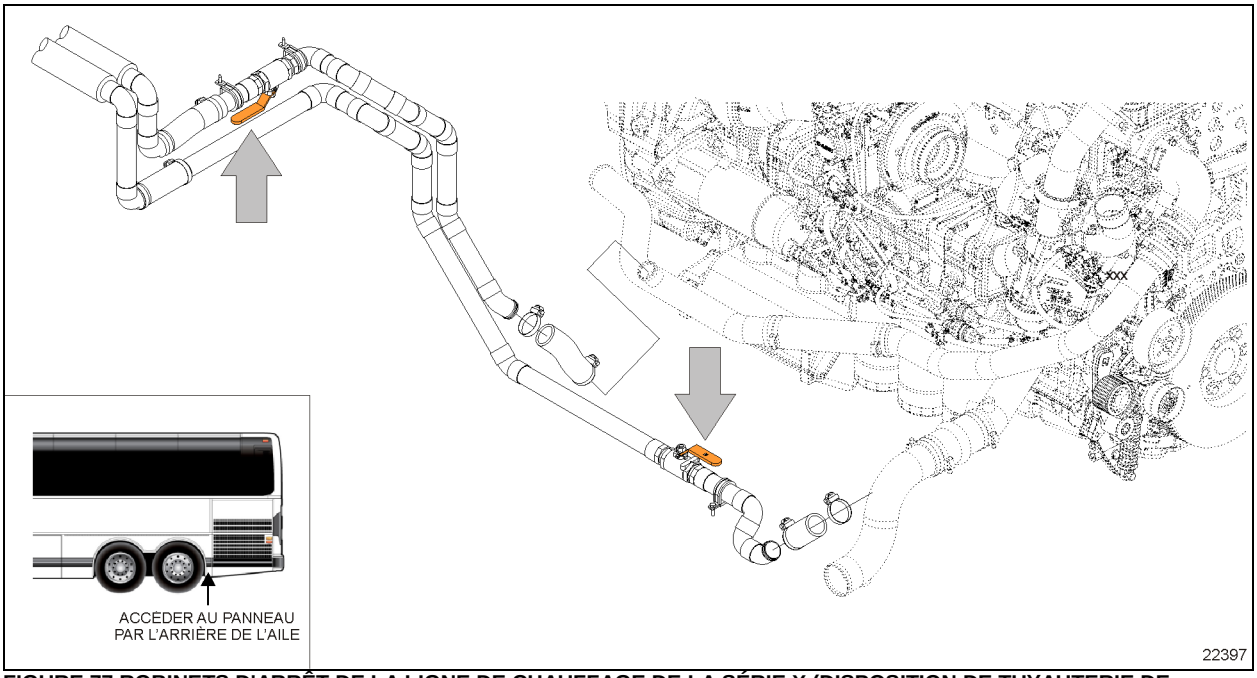
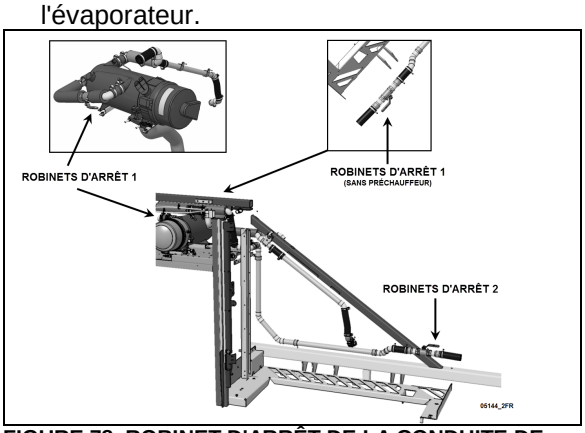

FIGURE 77 ROBINETS D'ARRÊT DE LA LIGNE DE CHAUFFAGE DE LA SÉRIE X (DISPOSITION DE TUYAUTERIE DE TRANSMISSION ALLISON ILLUSTRÉE)
FIGURE 78: **ROBINET D'ARRÊT DE LA CONDUITE DE CHAUFFAGE DE LA SÉRIE H3** 5144
3. Fermer les soupapes d'arrêt des conduits d'eau chaude situées près du moteur du côté rue (voir Figure 77 ou Figure 78).
2. Fermer les deux soupapes d'arrêt de la canalisation de chauffage. (Figure 77 or Figure 78). L'une se trouve dans le compartiment moteur, côté route, en bas, près du radiateur, tandis que l'autre se trouve derrière l'aile articulée arrière gauche, près du préchauffage.